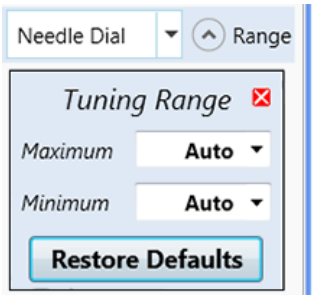

Figure 6-10. Tuning – Options for Tuning Range
1. Open by clicking the down arrow next to Range in the Tining window. The Tuning Range dialog box is displayed, as shown in Figure 6-10: